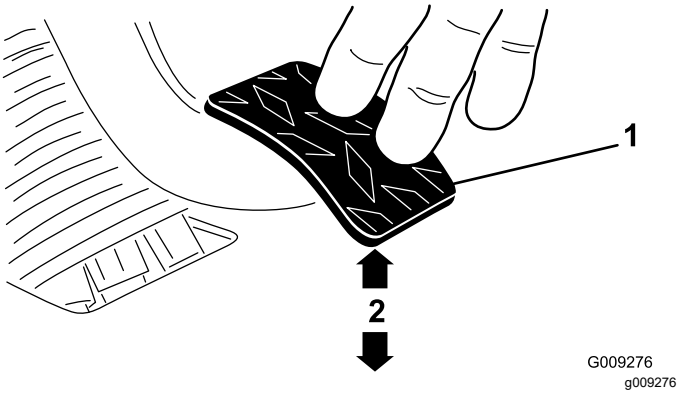

Figur 64
3. Justera kontramuttrarna eller kulleden så att den bakre kanten på kopplingspedalen är 9,2–9,8 cm från ovansidan av golvplattans diamantmönster när en kraft på 1,8 kg appliceras på pedalen (Figur 64).